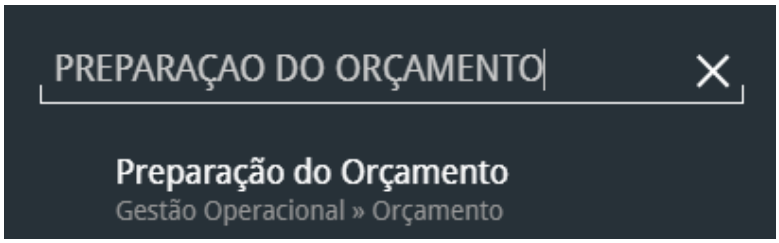

Figura 135: Caminho
2. Digite "Preparação do Orçamento"na **barra de pesquisa** (Figura 135) e selecione o resultado correspondente.